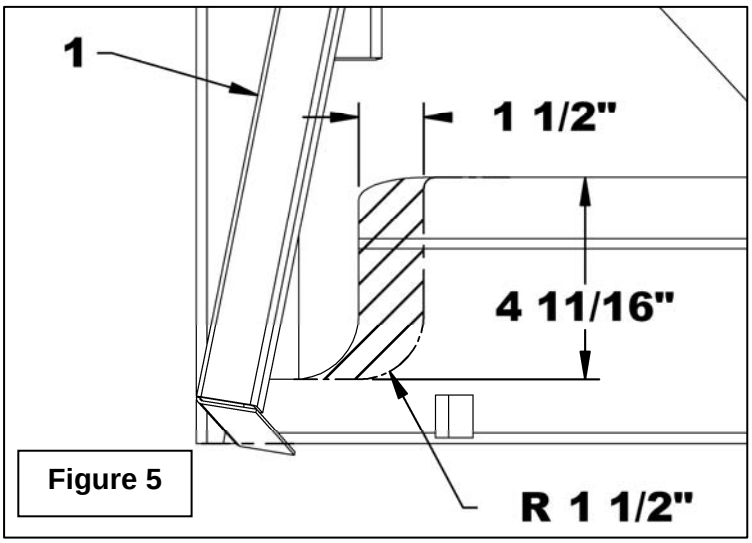

Figure 5
5. **Figure 5:** Relever le couvercle arrière (item 1) et tracer des lignes aux dimensions de la partie hachurée de la fig. 5. Couper la partie que vous avez tracée et casser les coins vifs de la coupe avec une lime pour éviter des blessures ultérieurement.